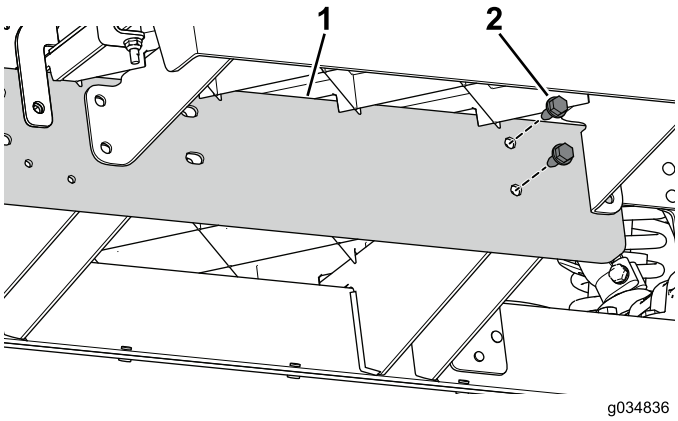

Figure 23
3. Use the 2 bolts (5/16 x 3/4 inch) to loosely install the extension rail to the center channel to the front section of the machine (Figure 23).